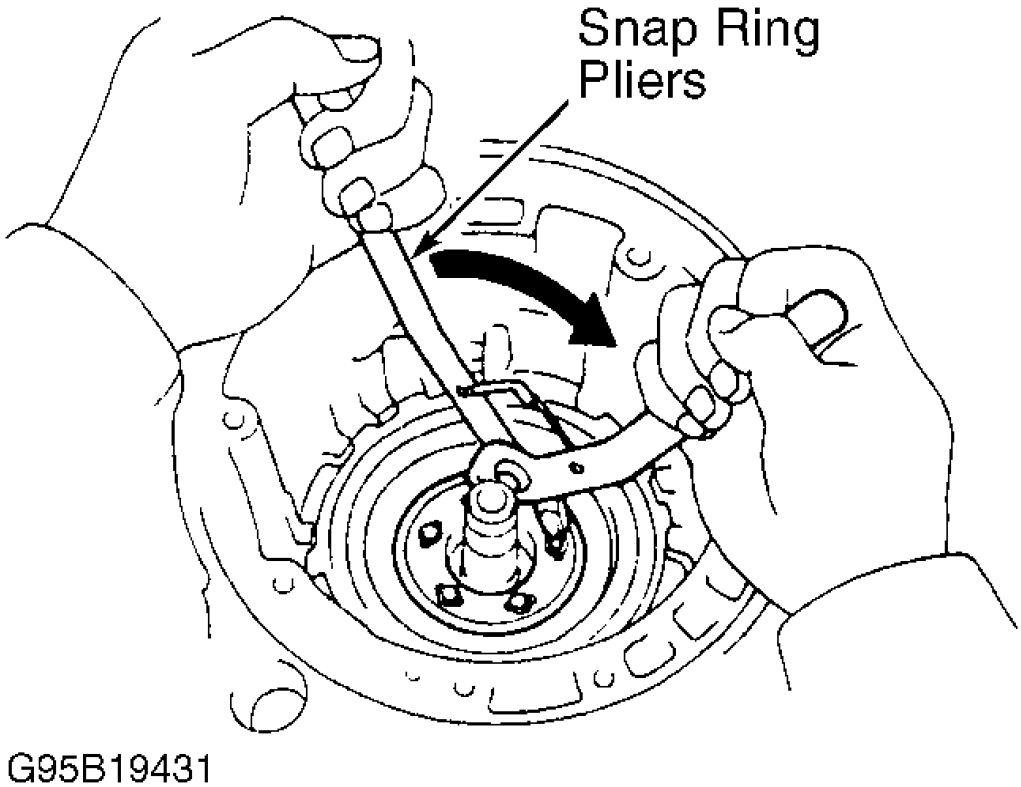

Fig. 69: Checking Operation Of No. 2 One-Way Clutch
8. Install No. 2 one-way clutch in case. Install one-way clutch while turning planetary gear clockwise with snap ring expander. Check operation of No. 2 one-way clutch by turning planetary gear. Gear should turn freely clockwise and lock counterclockwise. See **Fig. 69** . Install snap ring. Ensure end gap is not aligned with cutouts.